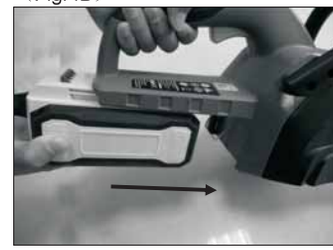

Fig.4A Fig.4B
1. Insérez la batterie dans le support de batterie.（Fig.4A）